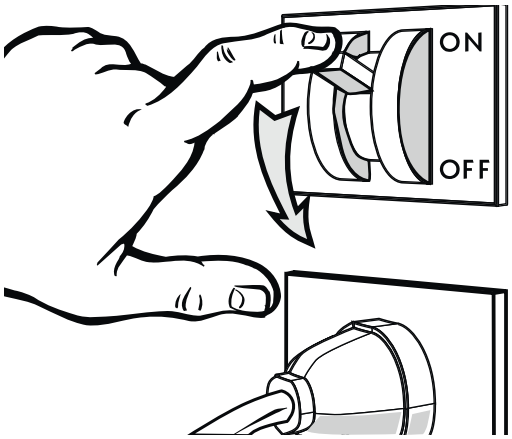

Fig. 21
- Desconectar la alimentación eléctrica del mueble mediante el interruptor seccionador general instalado en la pared ("Fig. 21").